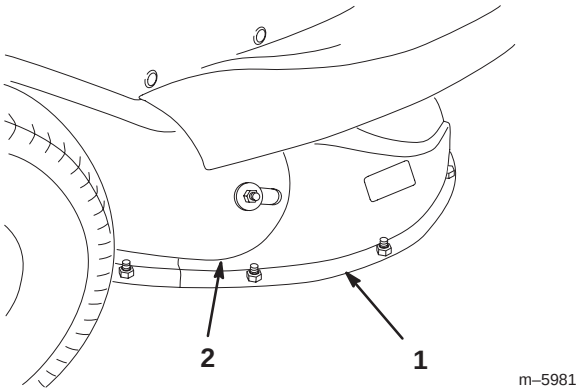

Figure 13
3. Réglez la commande de hauteur de coupe à la position B ou C. Retirez les 3 vis, rondelles et écrous de fixation de l'éjecteur à la tondeuse (Fig. 13).
4. Retirez le boulon, la rondelle et l'écrou de fixation de l'éjecteur au tube d'éjection (Fig. 13).